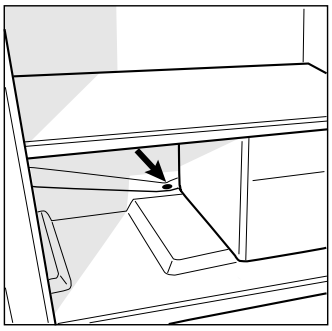

Fig. 6
This appliance defrosts automatically and the water is channeled to the back toward the drain installed for this purpose (fig. 6). Here, the heat produced by the compressor will make it evaporate. The only thing you must do is to periodically check and clean the hole of the drain, which is located behind the vegetable crispers, so that the water drains properly.
• The hole for draining the water from the frost is clogged (see fig. 6).